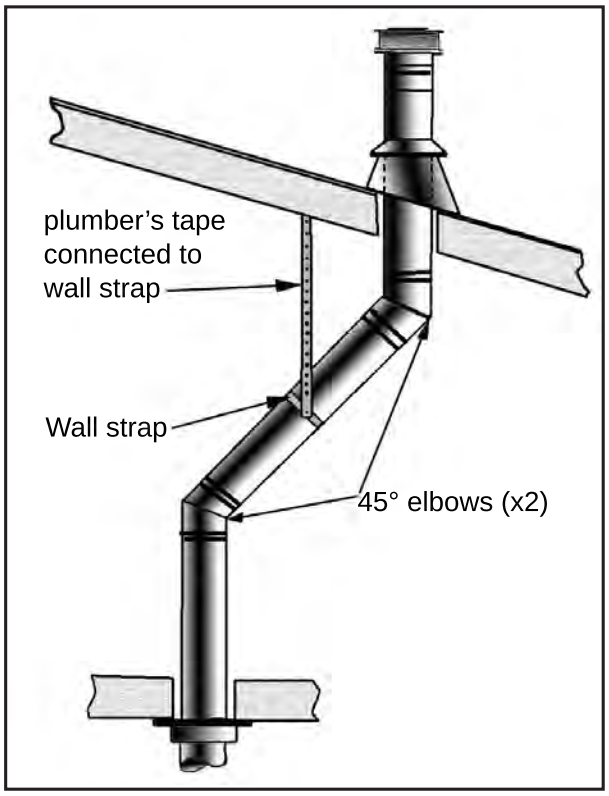
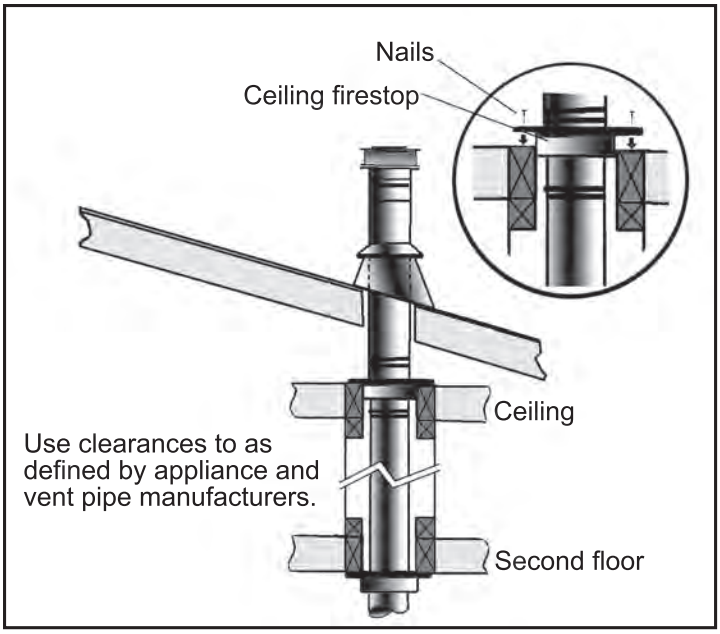

Figure 37: Use of Wall Straps.
Figure 38: Multi-Story Vent Pipe Installation.
(1) If an offset is necessary in the attic to avoid obstructions, it is important to support the vent pipe every 3 feet (914 mm), to avoid excessive stress on the elbows, and possible separation. Wall straps are available for this purpose (see Figure 37).
(2) When ever possible, use 45° degree elbows instead of 90° degree elbows. The 45° degree elbow offers less restriction to the flow of flue gases and intake air.
(3) For multi story installations; a ceiling firestop is required at the second floor, and any subsequent floors (see Figure 38). The opening should be framed to 10" (254 mm) x 10" (254 mm) inside dimensions, in the same manner as shown in Figure 27.
(4) Any occupied areas above the first floor, including